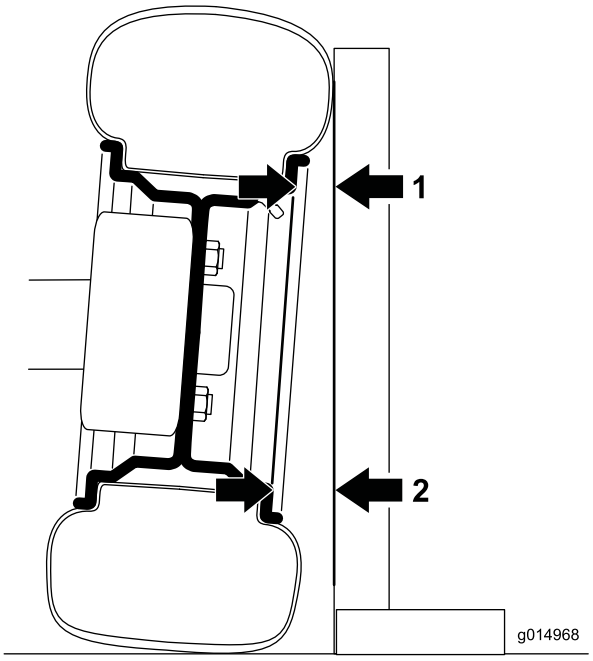

Figur 41
1. For å kontrollere skråstillingen, plasser en 90-graders firkant på bakken og påse at den vertikale kanten berører fremre del av dekket (Figur 41).
2. Mål avstanden fra samme del av kanten øverst og nederst på dekket og til firkanten (Figur 41).